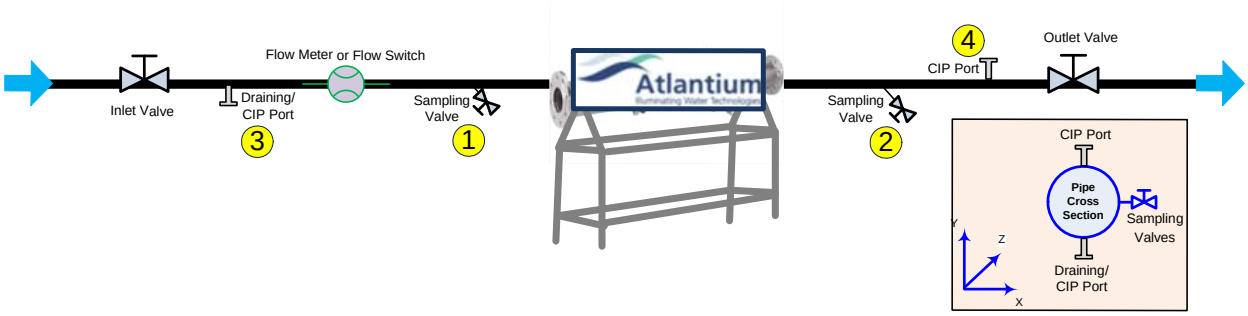

Figure 5-6: CIP Ports and Sampling Valves Orientation
Step 1. On the Inlet side, install the **Long welding ferrule** or **threaded male adapter (1).**
- Position aseptic sampling valves **(1 & 2** in **Figure 5-6** on page **54) horizontally** (90^0) on the pipe center, within 50cm of the Unit.
- Weld the 1 inch **ferrule (1)** clamp fitting at a horizontal orientation (3 or 9 o'clock).